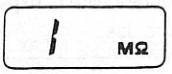

Fig. 1
4. The built-in batteries are normal if the INSUL. TEST VOLT ON indicator (red LED) lights up and the LCD looks as shown in Fig. 1.
4. When the measurement object has resistance of more than 2000 MΩ, the LCD shows the same over-input display as that displayed when the measuring terminals are open, as shown in Fig. 1 under section [4]4-2, "Checking the Built-in Batteries" on page 6.